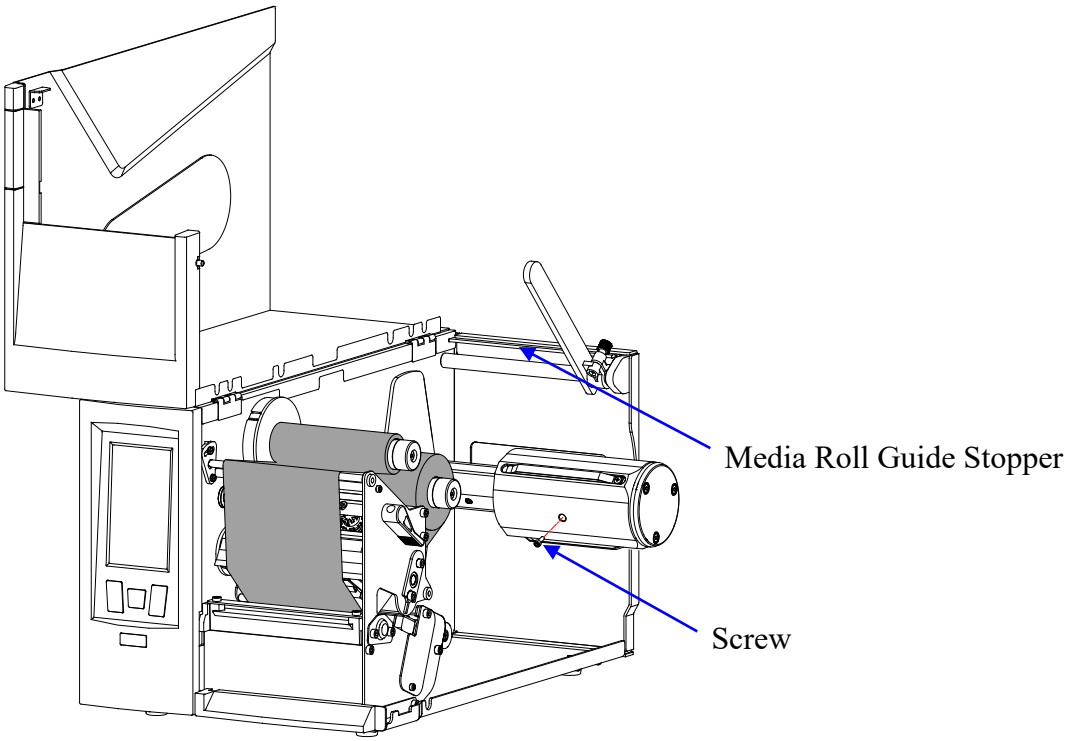

Figure 2-14 Remove the 3″ Core Adapter
1. Remove the 3″ core adapter. Refer to Figure 2-14. Use the Allen wrench bundled with the printer to remove the screw securing the 3″ core adapter, and then slide the 3″ core adapter out to remove it from the printer.